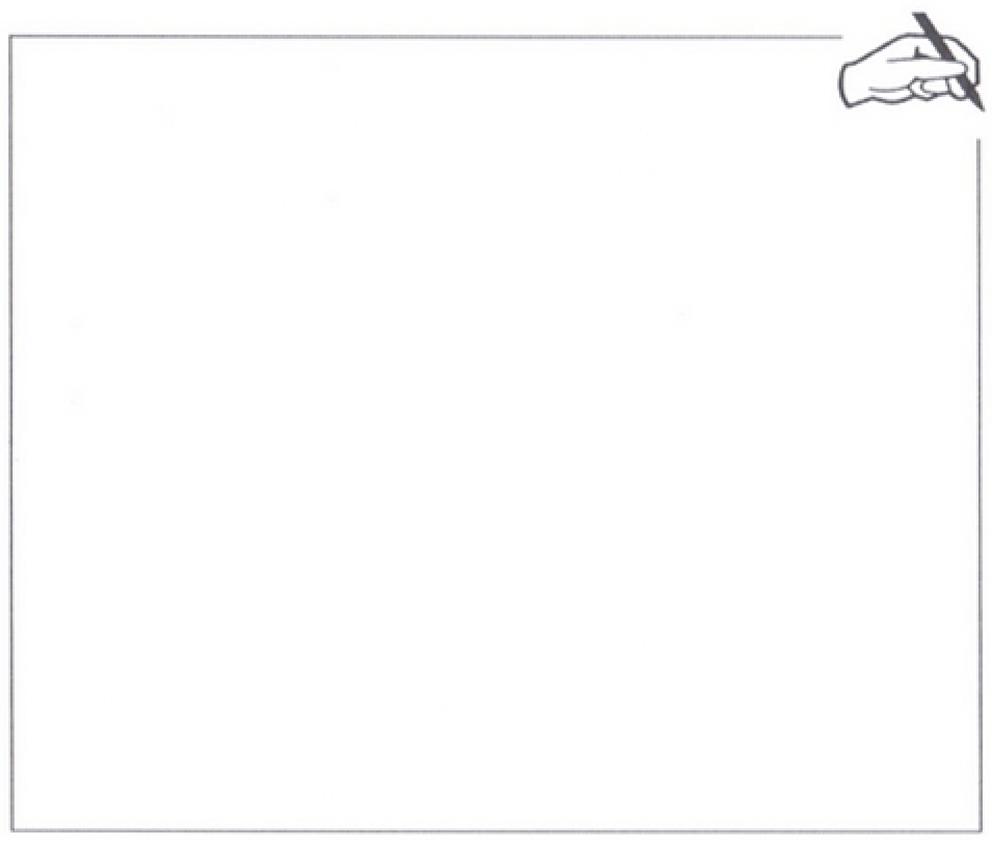

Abb. 1
1) Baut Modell 1 (S. 5) auf dem Konstruktionsblatt für einen Stuhl. Dies ist ein Modell eines Rahmens für einen Stuhl, der dem gleicht, den ihr in Abbildung 1 sehen könnt.